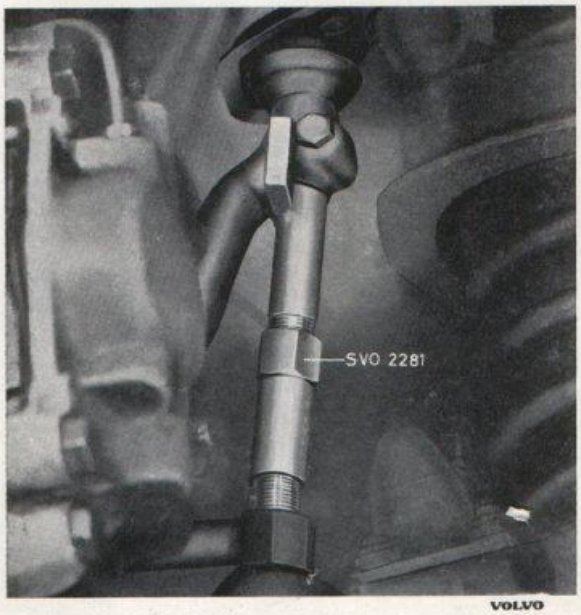

Bild 6-15. Demontering av nedre kulled
4. Lossa bromsledningen från hållaren. Anbringa verktyg SVO 2281 i spindeln som framgår av bild 6-15. Eventuellt måste därvid hållaren för bromsledningen böjas något åt sidan. Vrid verktygets mutter tills verktyget börjar spänna. Därefter vrides muttern tills kulleden lossnar, dock högst 1 1/2 varv. Sitter kulleden så hårt att den ej lossnar vid denna vridning, slå några lätta slag med hammare och mothåll på spindelns kulledsfäste.